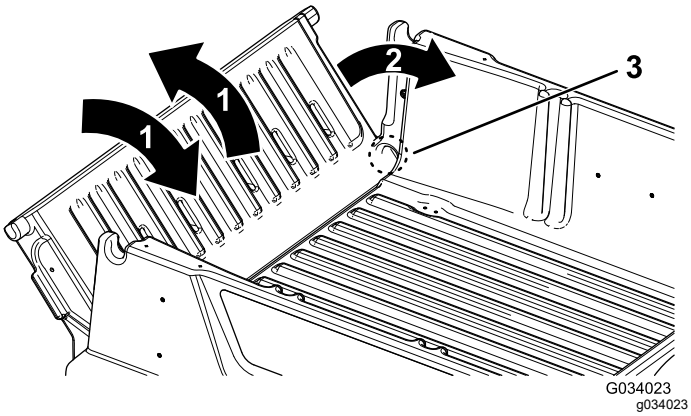

Figur 16
2. Vri baklemmen til ca. 45° vinkel (Figur 16).
3. Beveg baklemmen frem og tilbake flere ganger ved å riste den litt (Figur 16).